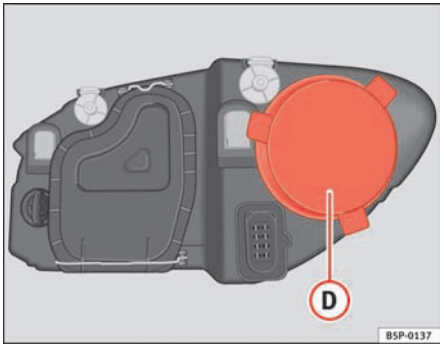

Fig. 161 Side lights
– Remove the cover ⇒ fig. 161 (D) by pulling on this.